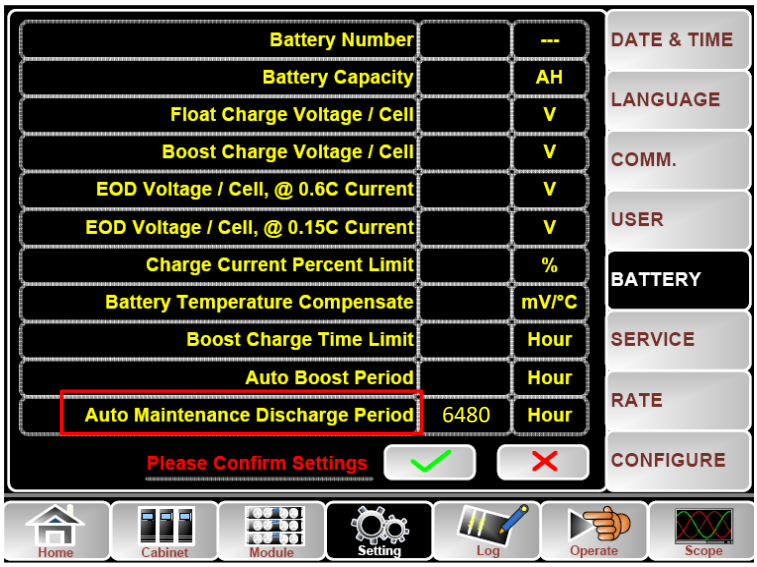

Рисунок 4-4 Настройка периода автоматической разрядки аккумуляторной батареи
2. Установка периода автоматической разрядки аккумуляторной батареи. Перейдите на страницу «BATTERY» (АККУМУЛЯТОРНАЯ БАТАРЕЯ) меню «Setting» (Настройки) (см. рисунок 4-4), установите период времени в пункте «Auto Maintenance Discharge Period» (Период автоматической разрядки для технического обслуживания) и подтвердите.